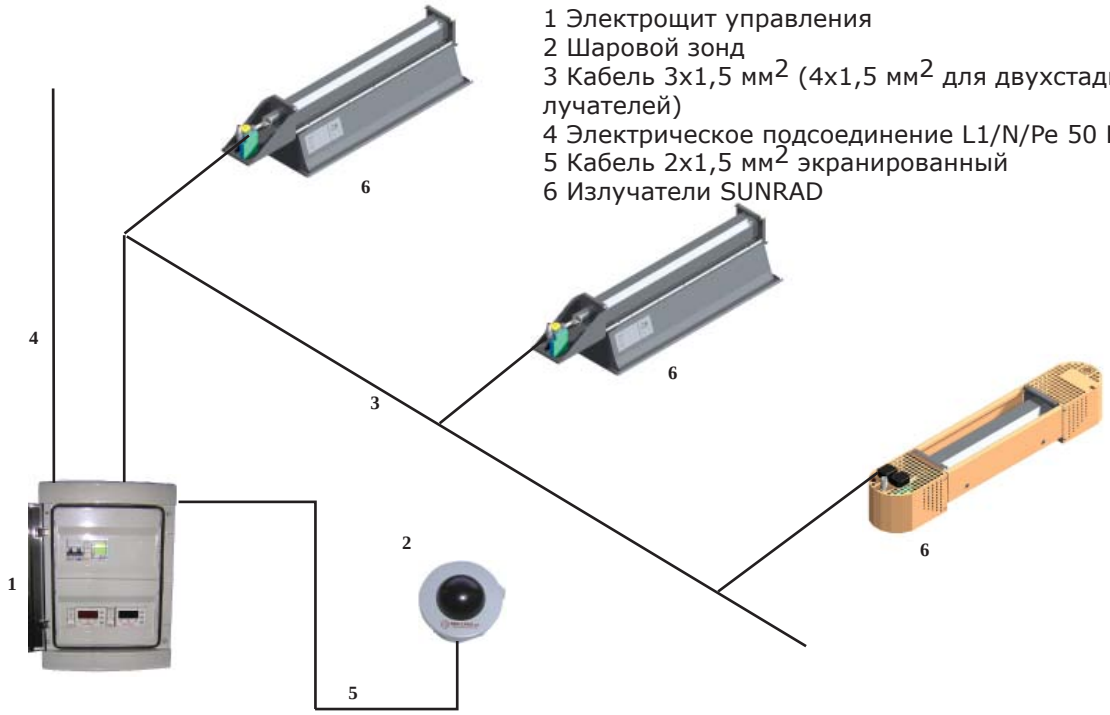

Рис. 13 Схема электрического подключения и управления нескольких излучателей SUNRAD
2) Другие конструктивные элементы помещения, как, напр., наружные стены, опоры, полы и конструкции кровли, а также интерьер выполнены из негорючих материалов. Это условие не касается окон, дверей и плинтусов. Если эти конструктивные элементы попадают в зону лучистого отопления, прибор должен быть установлен в соответствии с рис. 13;